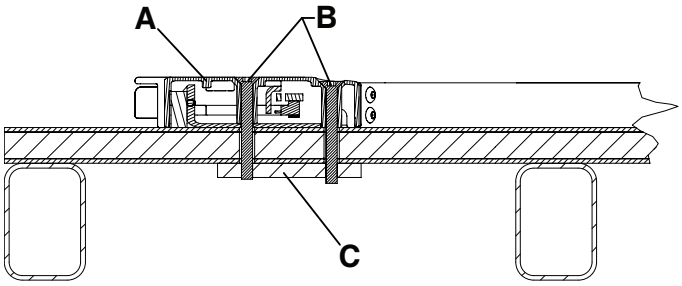
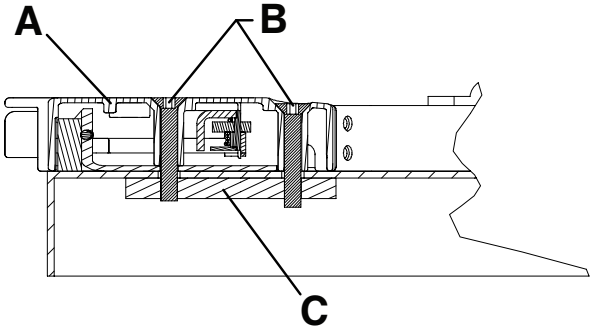

Figura 7 – Extremidade do lado dos pés na montagem no piso — Vista 3A
Figura 8 – Extremidade do lado dos pés na montagem no tabuleiro — Vista 3B
3. Fixe a estrutura do trinco da extremidade do lado dos pés (A) ao piso ou ao tabuleiro, utilizando quatro parafusos de cabeça plana M8 (B) (não fornecidos).
Nota - É necessária uma placa de suporte em aço (C) (ou equivalente) para suporte adicional (não fornecida) (Figura 7 ou Figura 8).